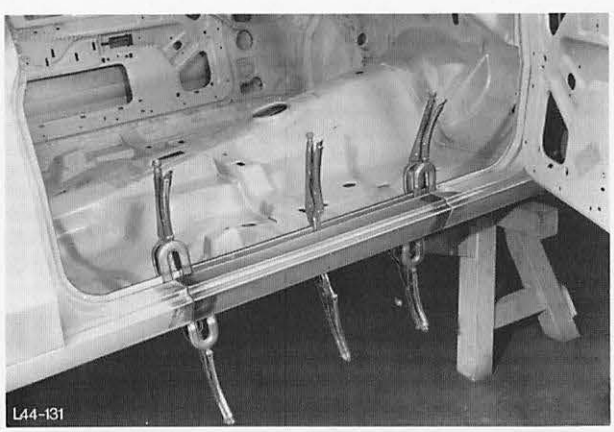

Abb. 143 Neuteil anpassen und mit Spannzangen befestigen
17. Türschweller – Teilersatz einpassen und mit Spannzangen befestigen, Abb. 143.